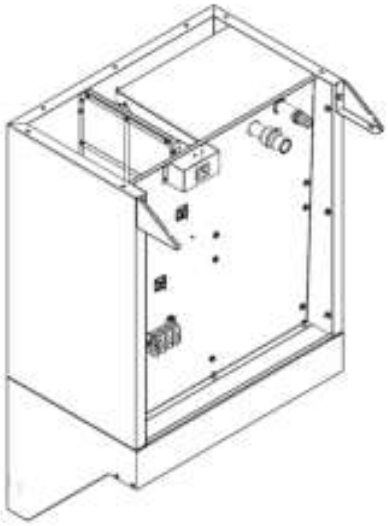

Рис. 8
8. Снять с зонта заднюю стенку, открутив крепеж (см. Рис. 8);
9. Установить два уголка на зонт, используя два болта M5x12 из комплекта зонта (см. Рис. 8);
10. Установить штуцер для шланга слива на пароконденсатор, используя фум-ленту для уплотнения резьбового соединения (см. Рис. 8);
11. Установить патрубок с хомутом на трубку (без резьбы) пароконденсатора (см. Рис. 8);